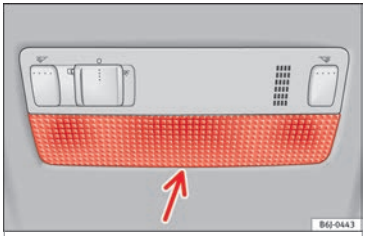

**Fig. 121** Front reading light.
– Insert a fine screwdriver between the casing and the glass ››› **Fig. 121**.